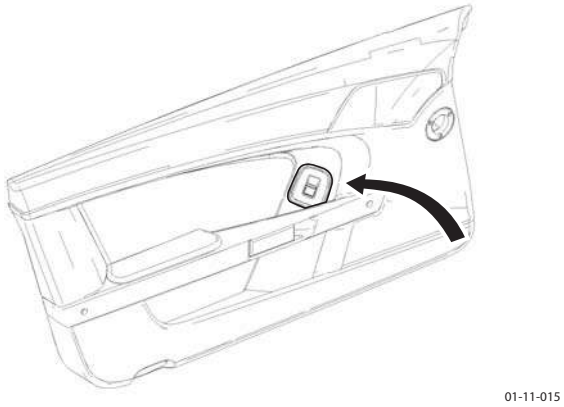

Figure 1
2. Remove screws (x4) window lift switch to door trim board and remove switch (see Figure 1).